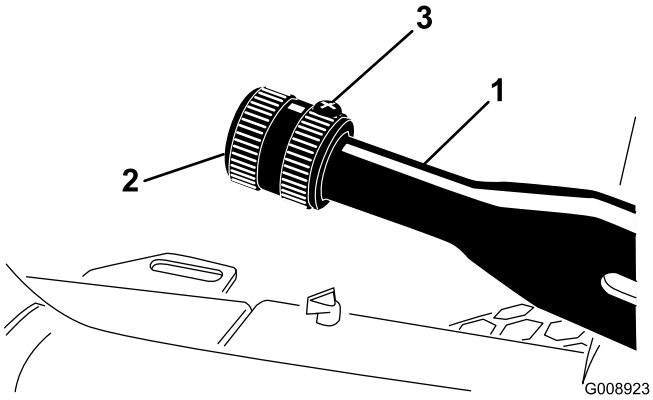

Figur 68
1. Løsn sætskruen, der holder skruen fast til parkeringsbremsehåndtaget (Figur 68).